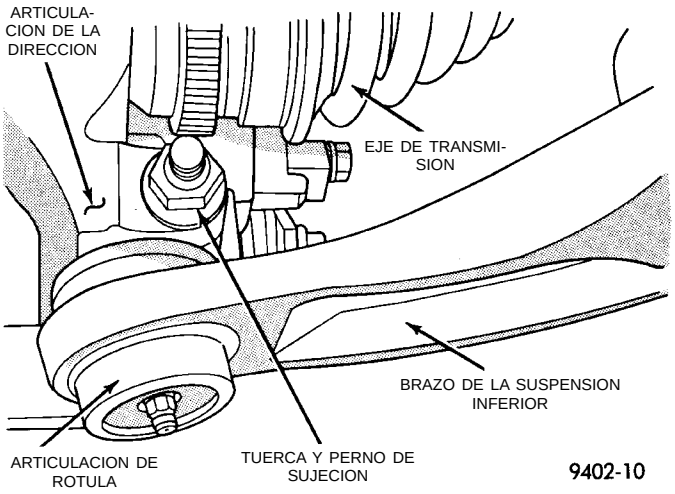

Fig. 22 Perno de abrazadera de la articulación de la dirección a la articulación de rótula
(11) Retire de la articulación de la dirección, la tuerca y el perno (Fig. 22) que sujetan el perno espárrago de la articulación de rótula.
(4) Instale perno espárrago, perno de abrazadera y tuerca de la articulación de la dirección a la articulación de rótula **NUEVOS** (Fig. 22). Apriete el perno de abrazadera con una torsión de 100 N·m (75 lbs. pie).